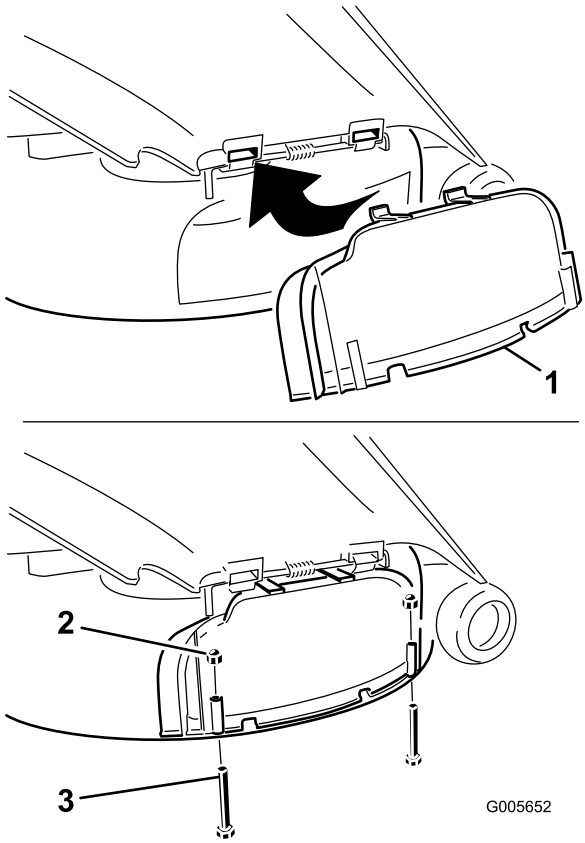

Figuur 25
5. Draai de afvoerafsluiter naar beneden op de opening en op de onderste lip van het maaidek (Figuur 25).
6. Zet de uitworpafsluiter vast aan de onderste lip van het maaidek met twee bouten (1/4 x 2-1/2 inch) en twee dopmoeren (1/4 inch) zoals getoond in Figuur 25.